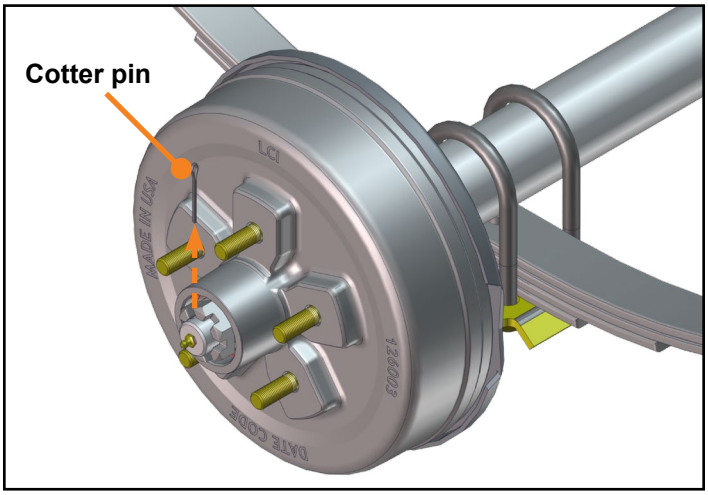

Fig.4
5. Using a pair of pliers, pull the cotter pin from the spindle nut and discard the cotter pin **(Fig. 4)**.